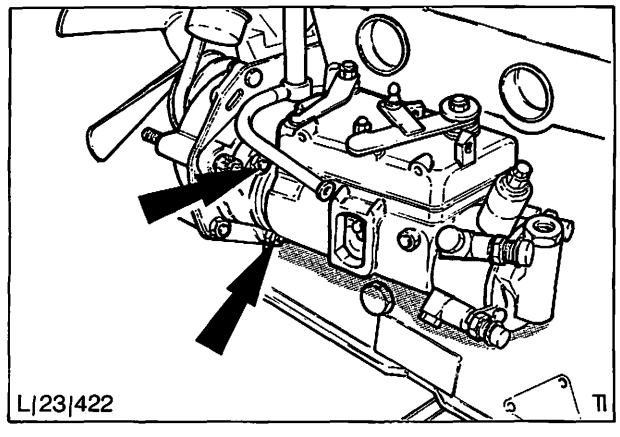

Abb. 44 Einspritzpumpen-Einstellmuttern
15. Pumpeneinstellschrauben lösen und Pumpen-Befestigungsflansch so drehen, daß beide in der Mitte der Einstellschlitze stehen. Äußere Einstellschrauben festziehen (In Abb. 44 sind zwei Schrauben sichtbar).
a) Drei Pumpen-Einstellmuttern (siehe Abb. 44 und 45) lösen.